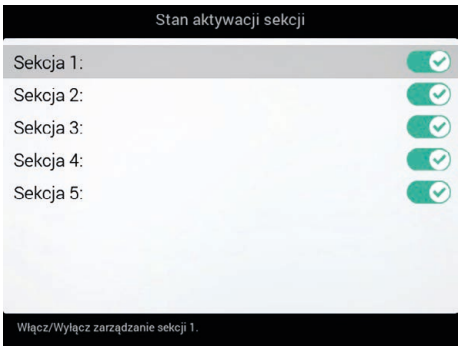

Rys. 63
- Powtórzyć programowanie dla każdej sekcji (Rys. 63), wyłączając wyjścia nie podłączone.